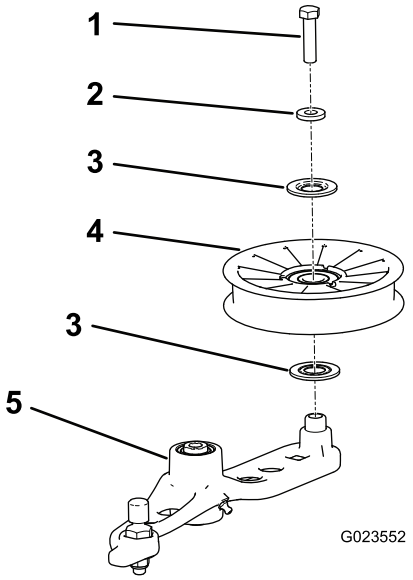

Figuur 59
6. Verwijder de bout waarmee de oude spanpoelie bevestigd is aan de spanarm en monteer een nieuwe poelie (Figuur 59).